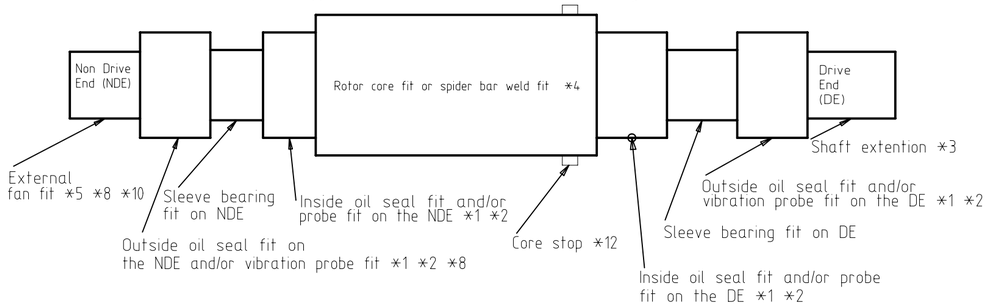

FIGURE 2
b. Horizontal motor with Anti-Friction bearings: (see Figure 2)